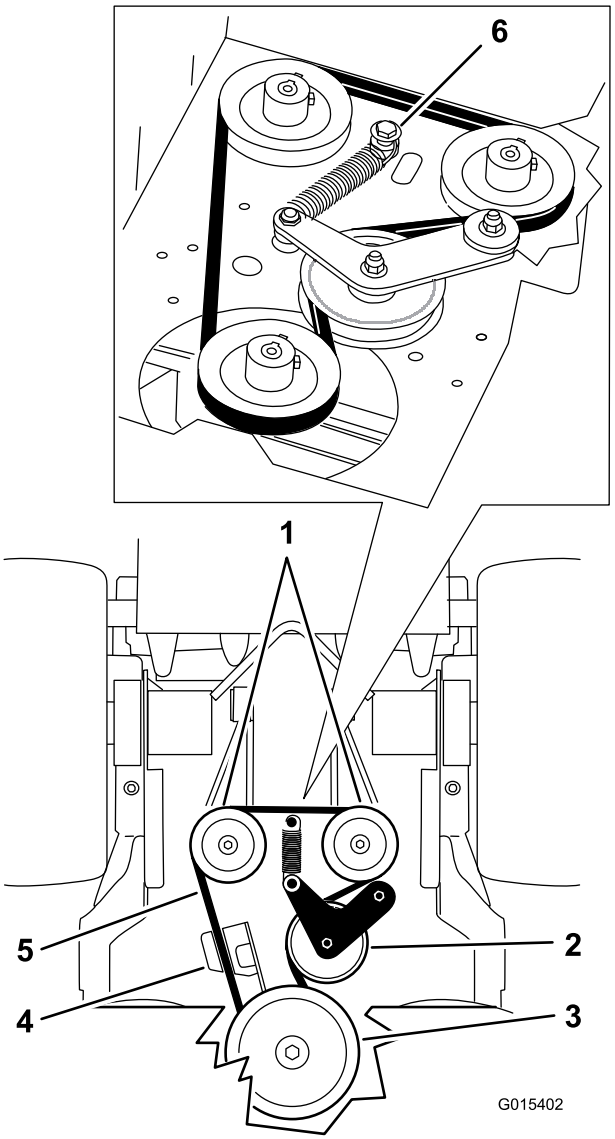

**Figuur 67**
5. Verwijder de borstbout, moer en ring van het motordek en de gekoppelde veer (Figuur 67).
6. Verwijder de aandrijfriem van de pomp (Figuur 67).
8. Monteer de veer op de borstbout en ring, en bevestig met de moer aan het maaidek (Figuur 67).